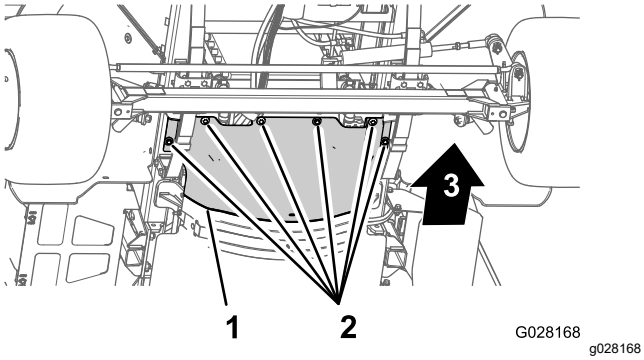

Figura 60
3. Retire os 6 parafusos de cabeça hexagonal e as 6 anilhas que fixam a proteção térmica dianteira ao chassis e retire a proteção (Figura 60).